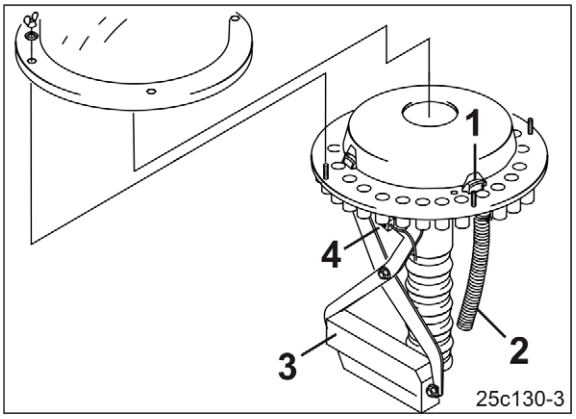

**Fig. 118**
- la commutation de voie de jalonnage bloque au niveau de la tête de distribution, via les clapets (Fig. 118/1), la distribution de la semence vers les conduites d'alimentation (Fig. 118/2) des socs jalonneurs,
L'acheminement des semences aux socs jalonneurs est interrompu dès que le moteur électrique (Fig. 118/3) obture les conduites d'alimentation en semence correspondantes (Fig. 118/2) dans la tête de distribution.
Un capteur (Fig. 118/4) vérifie si les clapets (Fig. 118/1), qui ouvrent et ferment les conduites d'alimentation en semence (Fig. 118/2), fonctionnent correctement.